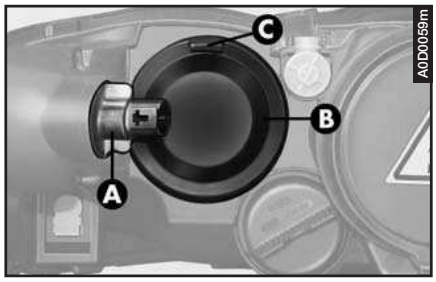

fig. 29
– Turn counter-clockwise and remove the direction indicator bulb holder (**A- fig. 29**), without disconnecting the connector to widen the working space.